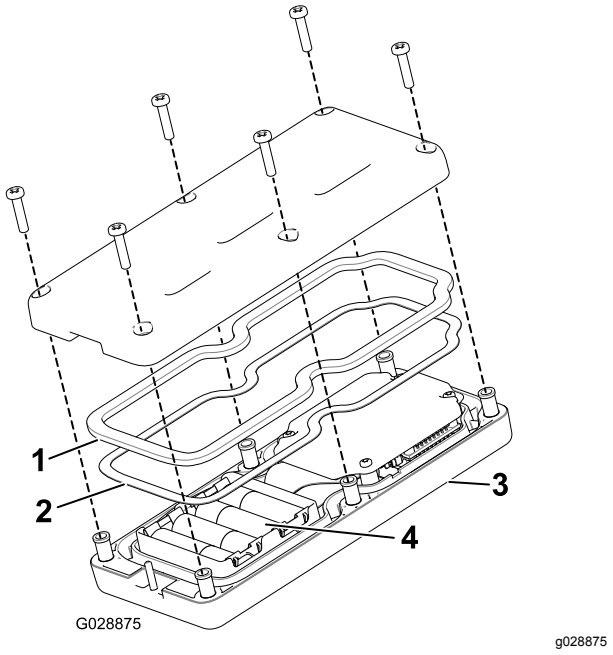

Figur 18
2. Sæt batterierne i batterirummet, og sørg for at forbinde med de rigtige poler. I batterirummet findes der mærkater, der viser batteriernes poler (Figur 18).
3. Sørg for, at stålpakningen og gummipakningen er placeret i kanalen i den håndholdte styreenhed, og sæt bagdækslet på plads (Figur 18).
4. Fastgør dækslet med 6 skruer (Figur 18), og tilspænd dem med et moment på 1,5 til 1,7 Nm.